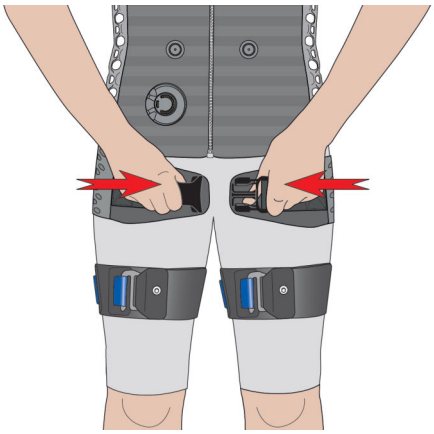

Fig. 51: Securing the i-body® belt
23. Secure the i-body® belt with the release buckle (Fig. 51).